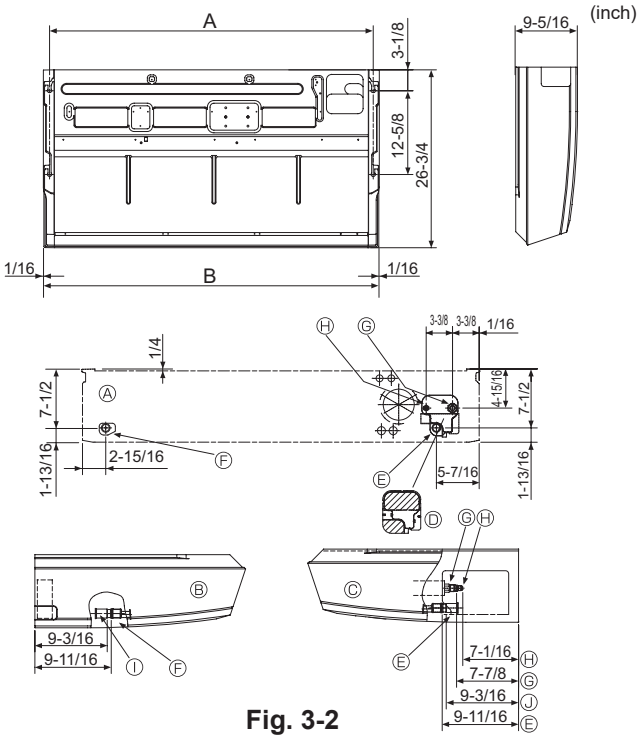

Fig. 3-2
3.2. Preparación para la instalación (Fig. 3-2)